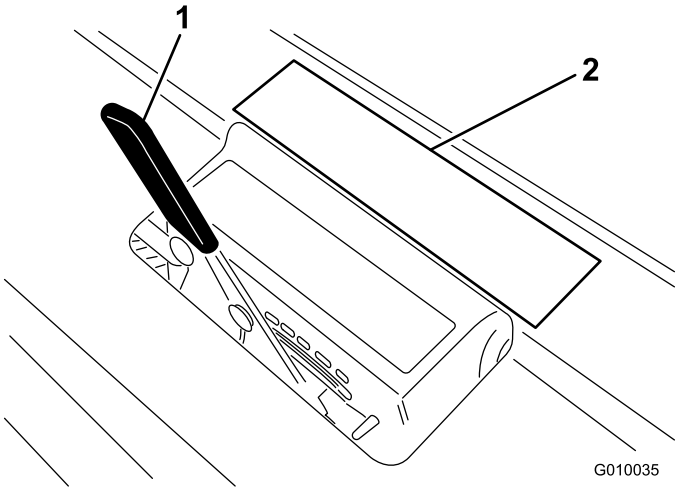

**Rysunek 27**
2. Ułóż ząb na etykiecie głębokości zęba (Rysunek 27) jednym końcem wyrównanym z żądaną głębokością napowietrzania (patrz nakładka zęba na etykiecie).